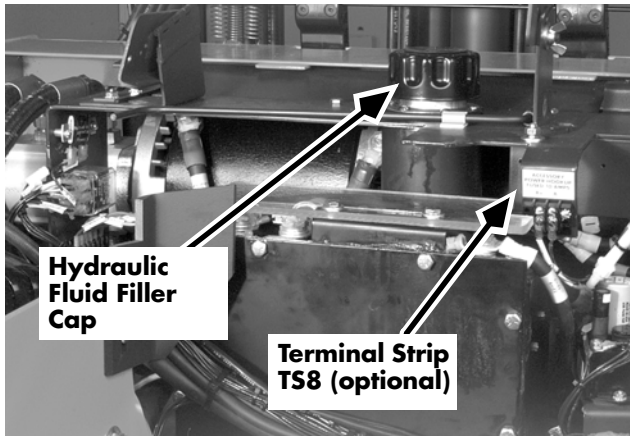

Figure 7-26: Terminal Strip TS8 Location (Series EZ-B Cold Storage shown)
3. Leaving wires attached, remove terminal strip TS8, if so equipped, from the right side of the hydraulic fluid support bracket. See Figure 7-26.